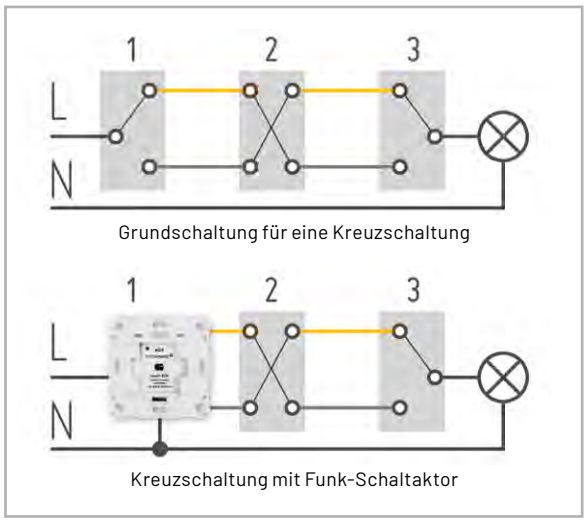

Bild 7: Die Kreuzschaltung inkl. HmIP-BSM
Neben den zwei Wechselschaltern wird zusätzlich ein Kreuzschalter (2) benötigt. Bild 7 zeigt den Grundaufbau und die Umrüstung mit einem HmIP-BSM.